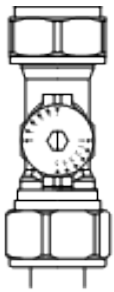

рис.7
4. Настроить балансировочный клапан первичного контура (рис.7).